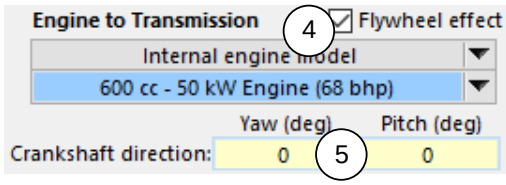

Figure 9. Crankshaft direction settings.
(2) Drop-down list for selecting an external or internal engine model (keyword = `OPT_ENGINE_INTERNAL`). The data link for the engine (3) is hidden when the external engine model is selected.
(3) Link to a **Powertrain: Engine** dataset.
(4) **Flywheel effect** checkbox (keyword = `OPT_FLYWHEEL_EFFECT`). Check to include the gyroscopic effect and inertial reaction of the engine crankshaft and flywheel. The effect is based on the engine crankshaft inertia which is set on the **Powertrain: Engine** library linked from (3). Checking the box reveals two yellow fields to define the orientation angles (yaw and pitch) of crankshaft axis (5) (Figure 9).